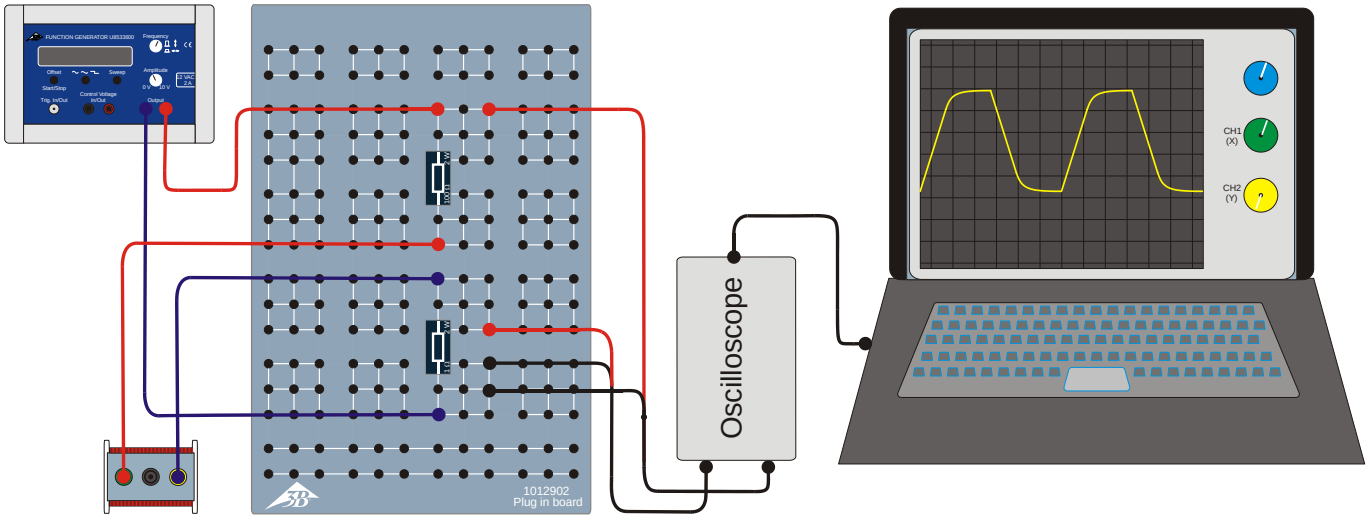

Fig. 2: Skizze der Messanordnung
- Messanordnung gemäß Fig. 2 aufbauen.
- Eine der Spulen mit 1200 Windungen / 23 mH und den Messwiderstand R_m = 1 Ω wie in Fig. 2 und 3 skizziert in die Steckplatte einstecken. Anstelle eines Testwiderstandes R_R zunächst einen Brückenstecker einstecken.